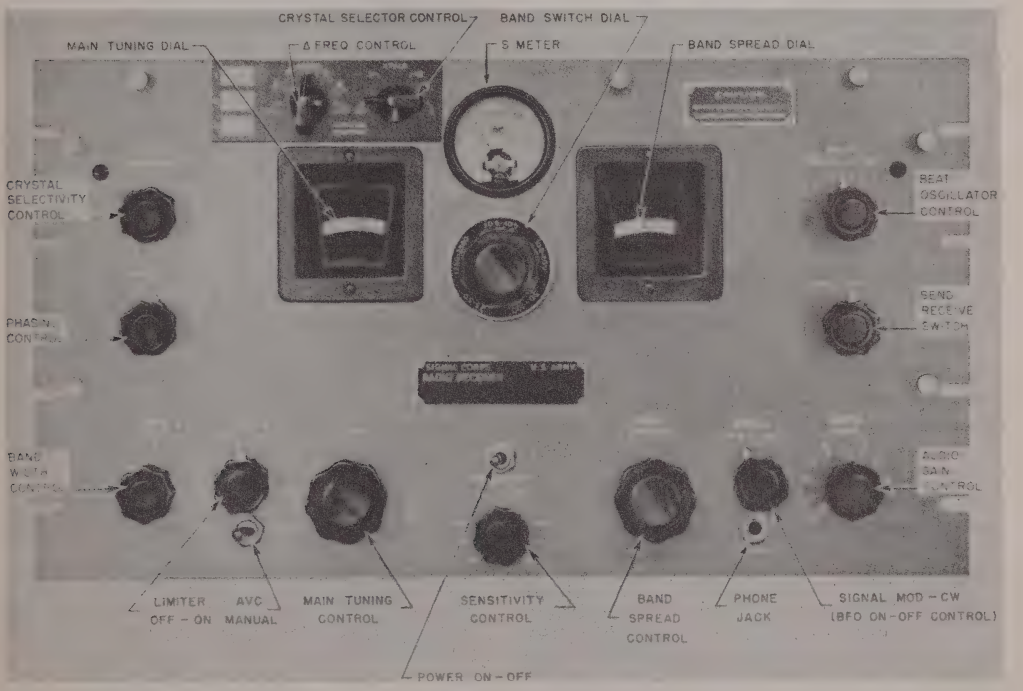

Figure 16. Operating control panel.
a. The operating controls of Radio Receiving Set AN/FRR–12 are located on the front panels of the receiver units. The controls of both receivers are identical (fig. 16). The controls and their functions are as follows:
a. Code Reception. Set the front panel controls (fig. 16) as follows: